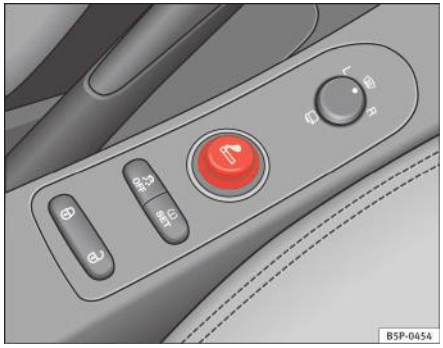

Fig. 98 Bricheta este situată în priza electrică din fața consolei centrale
– Apăsați bricheta ⇒ fig. 98 pentru a o activa ⇒ ⚠.